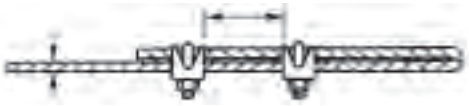

*Figura 4*
**AVISO IMPORTANTE:** Es importante observar la posición de instalación apropiada de los sujetadores del cable de seguridad según se ilustra en la Figura 4. Para obtener la máxima fuerza de sostenimiento, instale la sección de perno en “U” del sujetador sobre el extremo corto del cable de seguridad y sujete en el extremo largo del cable. La instalación inapropiada reduce la eficiencia de la conexión en hasta el 40%.